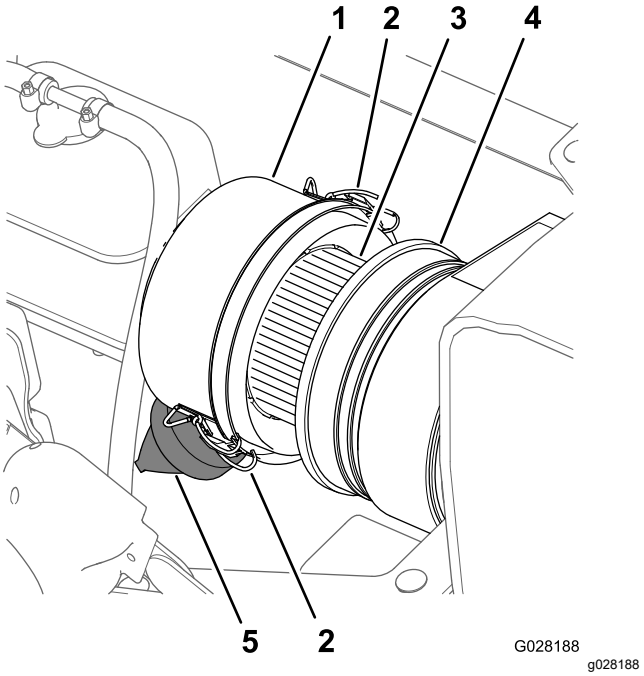
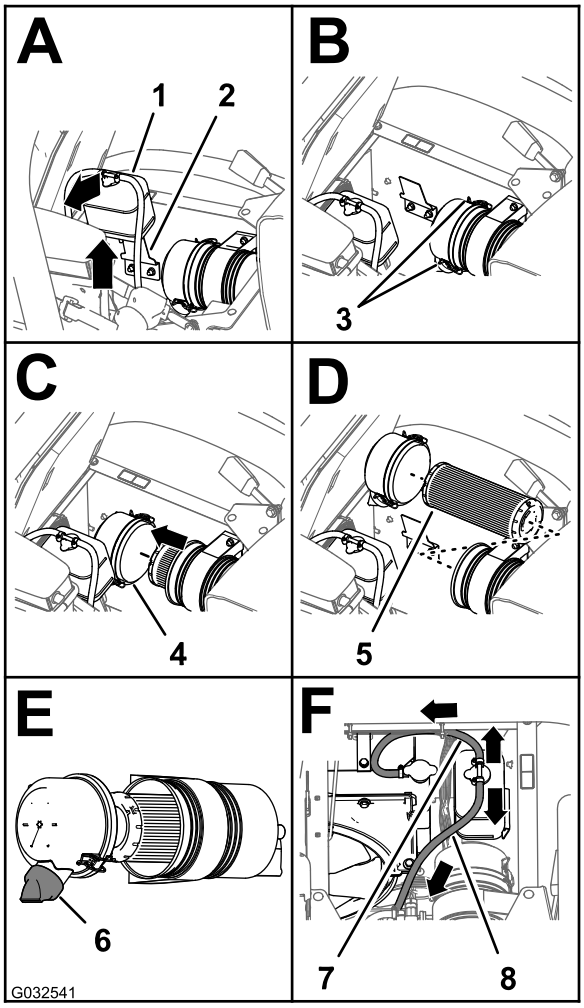

Figure 76
Figure 77
3. Clean the dust cap and air-cleaner body (Figure 76).
4. Check the air-cleaner body for damage that could cause an air leak (Figure 76).
5. Squeeze the dust valve to clear it of dirt, dust, and debris (Figure 76).
7. Check the air-filter element for excessive accumulation of dust, dirt, and debris (Figure 76).
8. Install the dust cap onto the air-cleaner body and secure the cap with the 2 latches (Figure 76).
2. Clean the dust cap and air-cleaner body (Figure 76).
3. Lift the coolant-overflow tank up and off the tank-support bracket (Figure 77).
4. Loosen the 2 latches that secure the dust cap to the air-cleaner body (Figure 77).
6. Clean the inside of the dust cap, air-cleaner body, and dust valve with a damp rag (Figure 76 and Figure 77).
7. Insert the air-filter element into the air-cleaner body (Figure 77).
8. Install the cover onto the air-cleaner body and secure the cover with the 2 latches (Figure 77).
Note: Ensure that the dust valve is aligned between the 5 to 7 o'clock position when viewed from the end (Figure 77).
9. Align the coolant-overflow tank to the tank-support bracket and seat the tank firmly (Figure 77).
Important: **Ensure that the pressure-relief hose is routed forward and down, and the tank-vent hose is routed rearward as shown in Figure 77.**